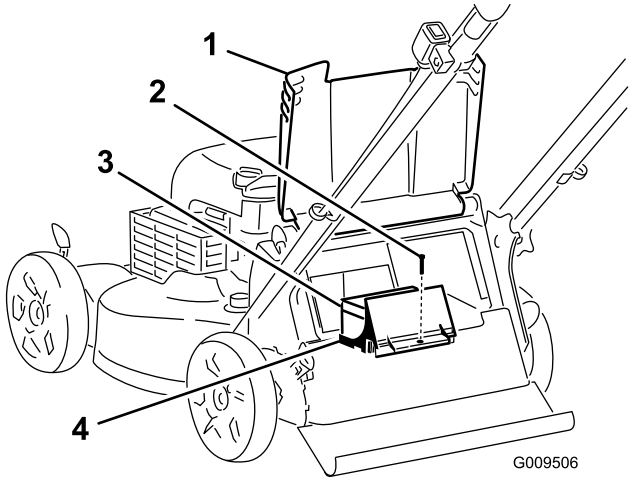
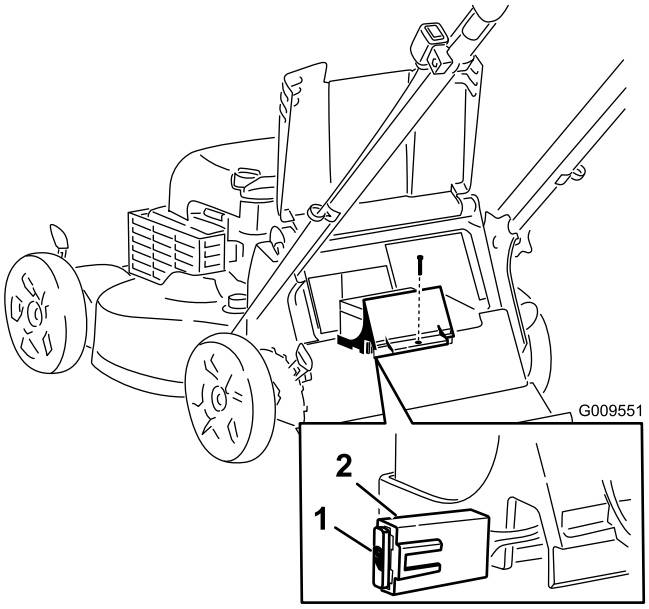

Figura 5
Figura 6
1. Eleve el deflector trasero y localice el compartimento de la batería (Figura 5).
2. Retire el tornillo que sujeta el compartimento de la batería, retire la batería y localice el fusible (Figura 5 y Figura 6).
3. Introduzca el fusible en el portafusibles (Figura 6).